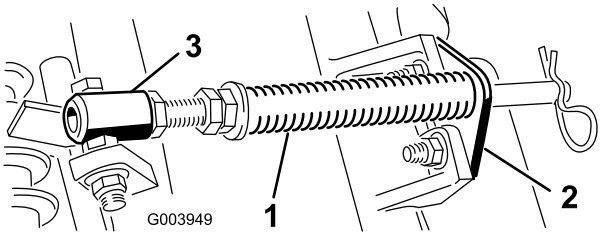

Figur 4
A. Fjern de to låseskruene og mutterne som fester stangbraketten til klippeenhetstappene (Figur 4).
B. Fjern flensmutteren som fester fjærrørsskruen til bærerammetappen (Figur 4). Fjern enheten.